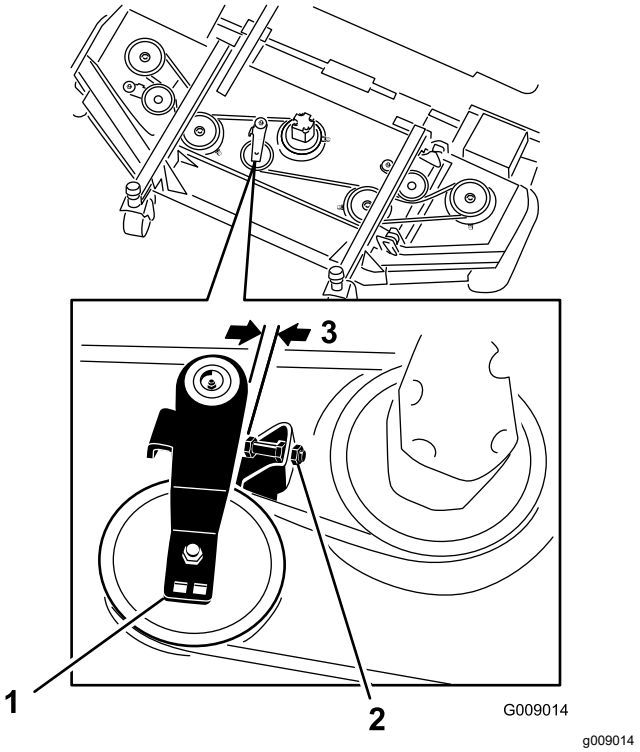

Figur 126
3. Lossa kontramuttrarna på mellanremskivans stoppskruv på det främre klippdäckets mitt, och gänga in stoppskruven i fästet (Figur 126).
4. Använd en spärrnyckel eller liknande verktyg för att flytta varje vingdäcksremskiva från drivremmen så att remspänningen minskar och remmen kan glida av vingdäcksremskivan (Figur 126).